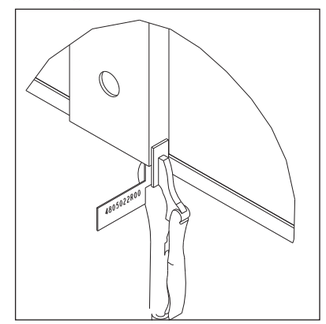
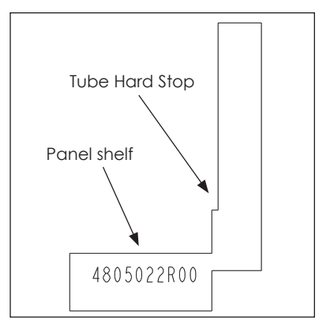

Figure 14: *Slide Jigs into Bottom of Mounting Tubes*
Figure 15: *Set Panel Location*
- **a.** Slide the panel positioning jigs into the bottom of the mounting tubes with the jigs on the inside edge of the tube. Refer to **Figure 14**. The panel will sit on the punched edge of the positioning jig, using the bottom of the tube to set the location. Refer to **Figure 15**.